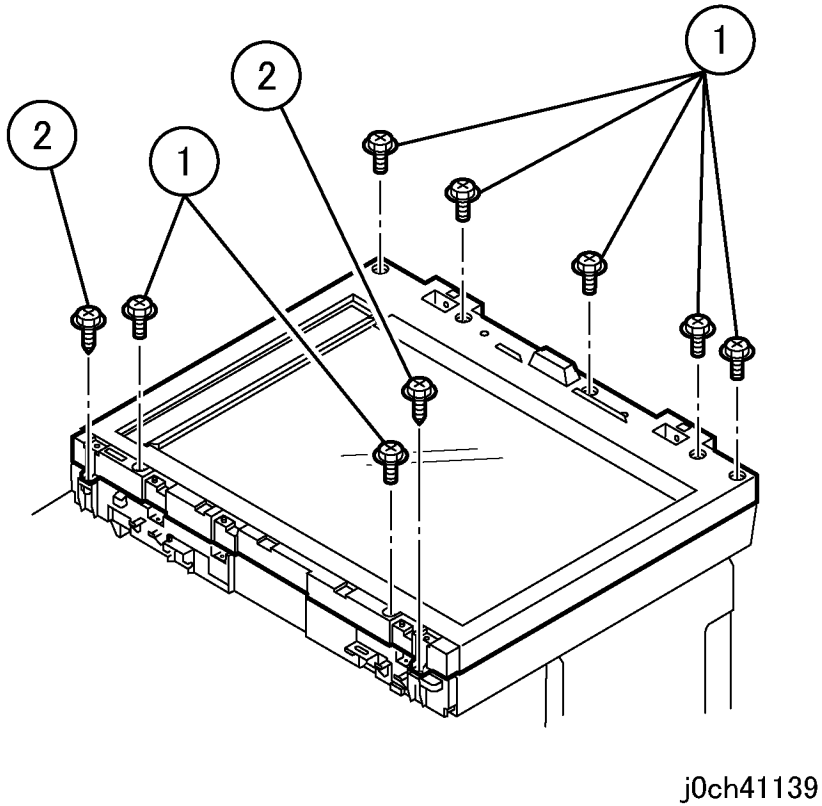

Рисунок 1 Отворачивание винтов IIT (j0ch41139)
2. Отверните винты на верхней крышке IIT (рисунок 1).